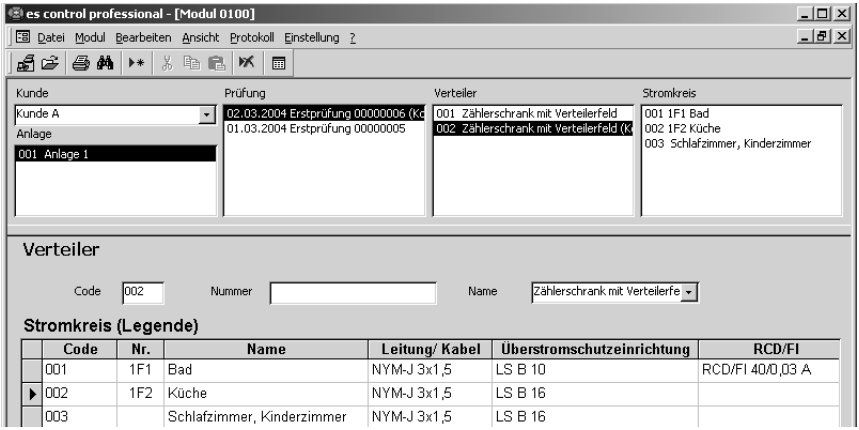

Bild 5.26: Datensatz für Prüfung duplizieren
- Wählen Sie aus dem Menü "Bearbeiten" die Funktion "Kopieren" oder benutzen Sie das Kontext-Menü, welches mit der rechten Maustaste aufgerufen wird. Nun kann der Datensatz an einer anderen Position mit der Funktion "Einfügen" eingefügt werden. D.h. es wird eine Kopie des zuvor ausgewählten Datensatzes erstellt. Im unten stehenden Beispiel wird eine neue Prüfung "Erstprüfung 00000004 (Kopie von 00000003)" erstellt, siehe Bild 5.26. Alle untergeordneten Verteiler und Stromkreise werden ebenfalls mit übernommen.
- Wählen Sie den Datensatz "Zählerschrank mit Verteilerfeld" bei der Wiederholungsprüfung aus Beispiel Bild 5.26 aus.